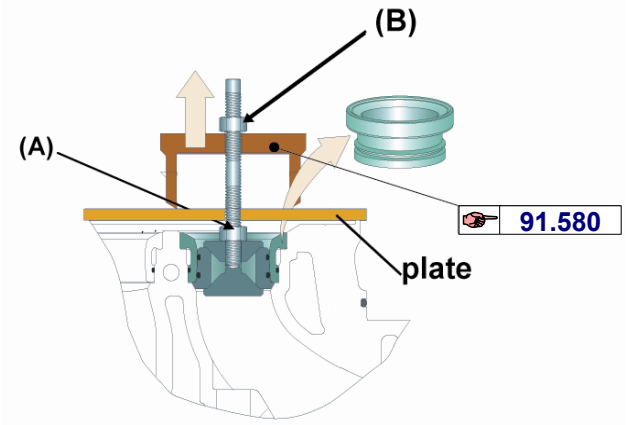

Fig. 1 Dismount valve seat ring by means of the tool (공구를 사용한 밸브 시트 링의 분해)
1. Mount the extracting tool (optional) ☞ 91.580 and plate on the valve seat as shown in fig 1.
2. Clamp valve seat ring tightly by turning nut (A).
3. Extract the valve seat ring by turning nut (B).